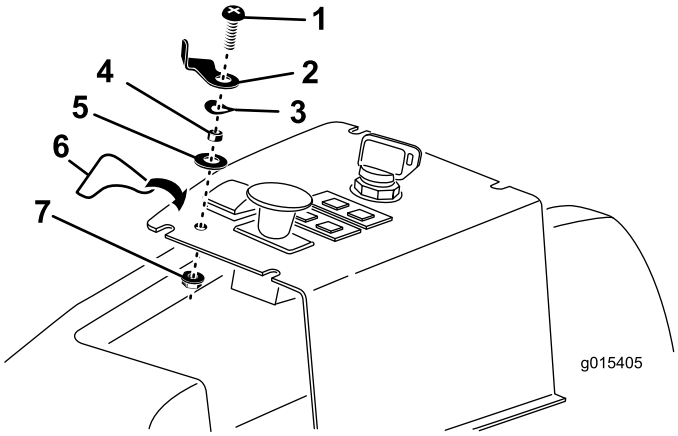

Figur 13
3. Indfør LØFTELÅSGREBET, afstandsbøsningen og den flade spændeskive på den ¼ x 1 tommes rundhovedskrue, som vist i Figur 13.
4. Indfør LØFTELÅSGREBETS samleskrue ind i hullet i kontrolpanelet, og fastgør den med en låsemøtrik. Placer LØFTELÅSEGREBET som vist i Figur 13.
5. Påsæt LØFTELÅSGREBETS mærkat på kontrolpanelet som vist i Figur 13.